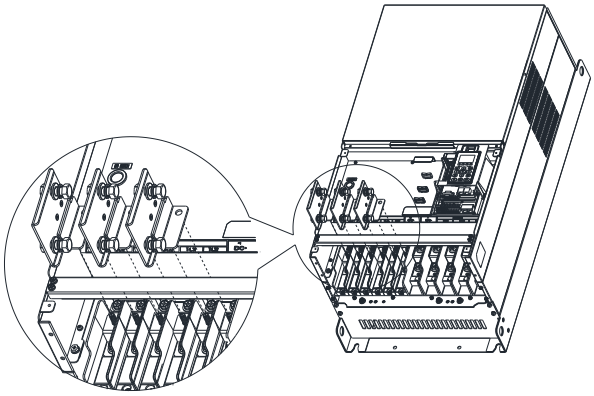
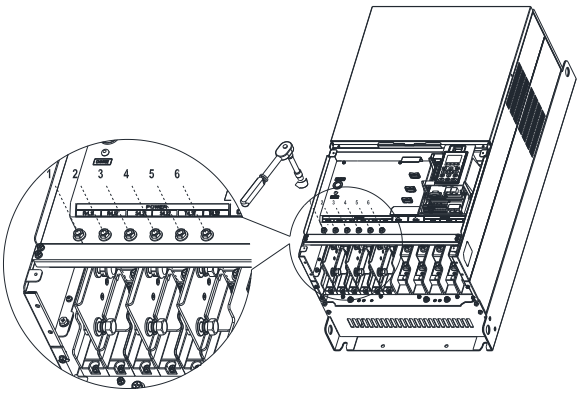

Figure 7-217
Figure 7-218
4. Install the 3pcs copper assy., as shown in the Figure 7-217. Fasten the upper M8 nuts (1–6) with a sleeve wrench (12 mm of the sleeve), as shown in the Figure 7-218 and Figure 7-219 below.